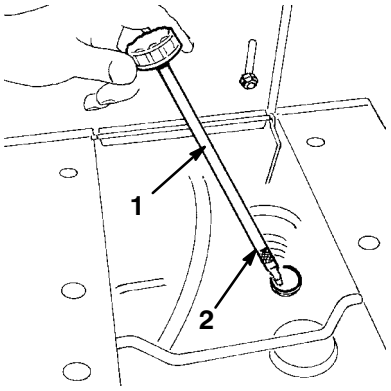

Bild 6
2. Schrauben Sie den Ölpeilstab los und ziehen ihn aus dem Ölfüllrohr heraus (Bild 6).